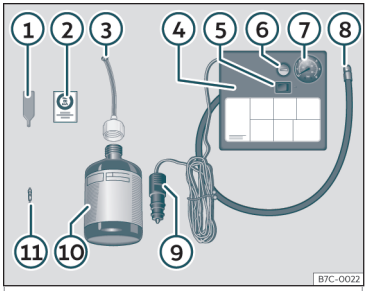

Fig. 34 Rappresentazione standard: contenuto del kit per la riparazione degli pneumatici.
Il kit per la riparazione degli pneumatici si trova nel sottofondo del bagagliaio. Include i seguenti componenti>>> **fig. 34** :
- Svitare il cappuccio e l'elemento di tenuta della valvola del pneumatico. Utilizzare l'apparato>>> **fig. 34** 1 per estrarre l'elemento di tenuta. Collocarlo su una superficie pulita.
- Agitare vigorosamente la bomboletta del sigillante per pneumatici>>> **fig. 34** 10.
- Avvitare il tubo di gonfiaggio>>> **fig. 34** 3 alla bomboletta del sigillante. La piombatura della bomboletta si rompe automaticamente.
- Rimuovere il tappo del tubo di riempimento>>> **fig. 34** 3 e avvitare l'estremità aperta dal tubo alla valvola dello pneumatico.
- Ricollocare l'elemento di tenuta con l'apparato>>> **fig. 34** 1 nella valvola del pneumatico.
- Avvitare il tubo di gonfiaggio dello pneumatico del compressore>>> **fig. 34** 8 nella valvola dello pneumatico.
- Verificare che la vite di sfiato dell'aria sia chiusa>>> **fig. 34** 6.
- Collegare il connettore>>> **fig. 34** ⑨ a una presa elettrica a 12 V del veicolo>>> **pag. 154** .
- Collegare il compressore ad aria con l'interruttore ON/OFF>>> **fig. 34** ⑤.
- Incollare l'adesivo>>> **fig. 34** ② sul quadro strumenti, all'interno del campo visivo del conducente.
Riavvitare il tubo di gonfiaggio>>> **fig. 34** ⑤ e controllare la pressione con il manometro ⑥.